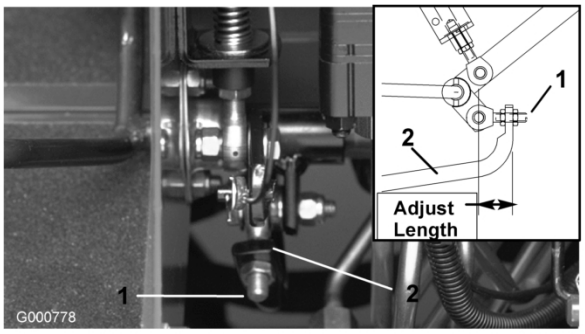

Figuur 59
4. Draai aan de contramoeren op het uiteinde van de pompstang en beweeg de bedieningshendel van de pomp naar voren als de machine voorwaarts kruipt, of naar achteren als de machine achterwaarts kruipt, totdat de machine niet meer kruipt (Figuur 59).